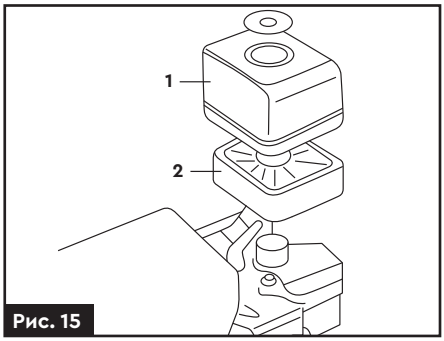

Рис. 15
1. Зніміть кришку повітряного фільтру **(1)** і повітряний фільтр **(2) (рис. 15)**.
3. Просушіть повітряний фільтр **(2) (рис. 15)**.
4. Змочить повітряний фільтр **(2) (рис. 15)** моторною оливою і видаліть надлишки оливи.
5. Вставте повітряний фільтр **(2) (рис. 15)** і кришку повітряного фільтру **(1) (рис. 15)** на місце.